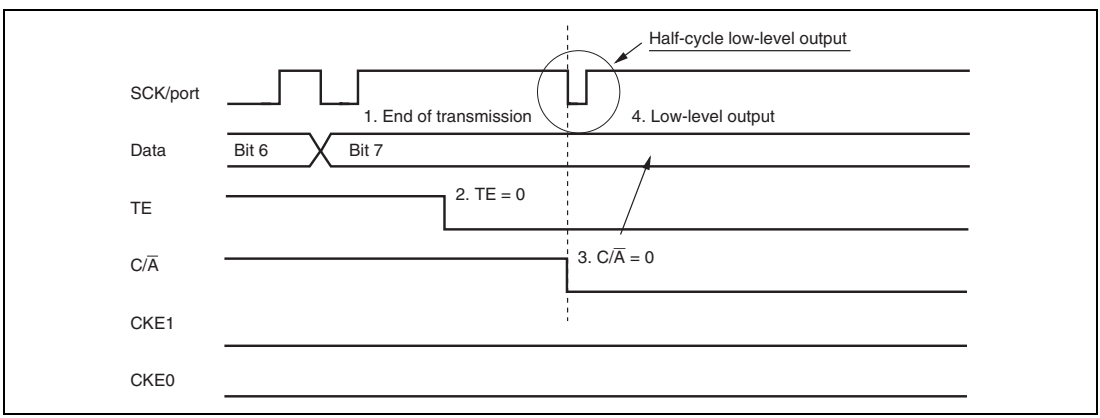

**Figure 14.38 Operation when Switching from SCK Pin to Port Pin**
4. Occurrence of low-level output (see figure 14.38)